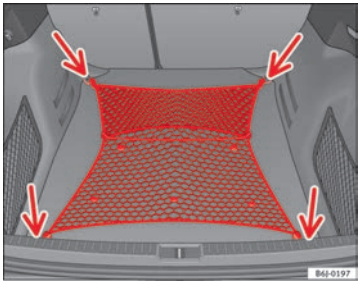

Fig. 94 Stretched luggage net
– Secure the luggage net to the four fastening rings -arrows- ⇒ fig. 94.